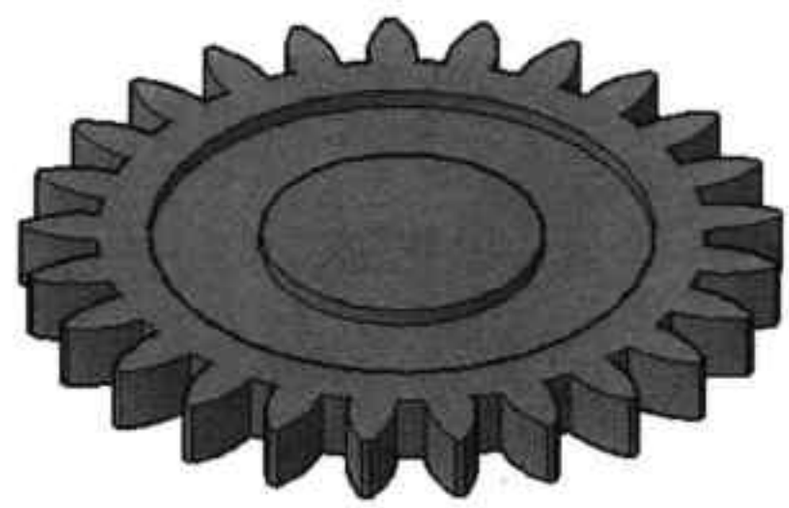

图12-53 绘制圆柱体
Step16 执行“圆柱体”命令，捕捉刚减去的圆柱体底面圆心，绘制底面圆心为 30mm、高为 4mm 的圆柱体，如图 12-53 所示。